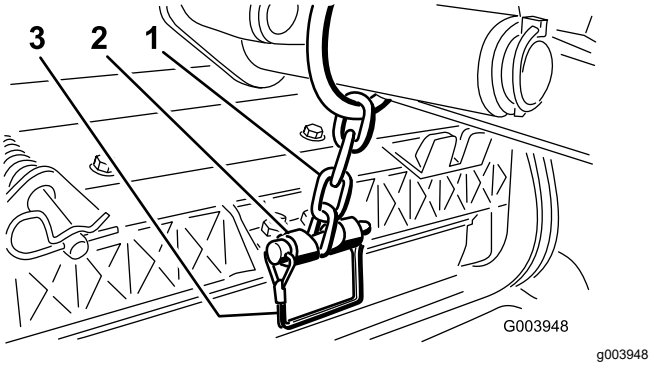

Figur 12
3. Fest løftearmkjedet til kjedebraketten med låsestiften (Figur 12).